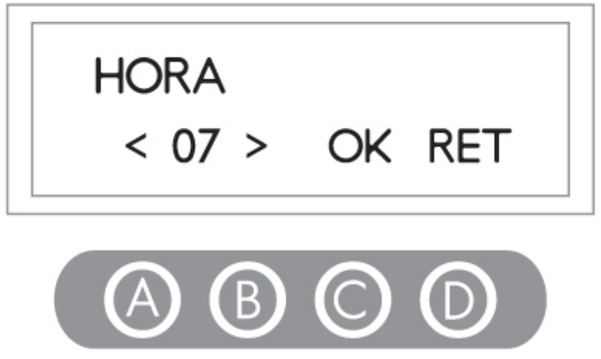

figura 51
6) Proceda ao ajuste da **hora** pressionando as teclas A ou B e confirme essa opção pressionando a tecla C, conforme figura 51.